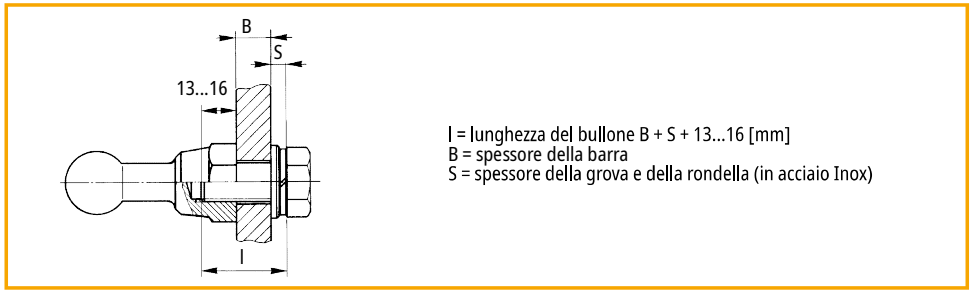

Figura 2
1.8 Se si utilizzano punti fissi con **filettatura interna**, scegliere bulloni in acciaio inox di lunghezza "l" conformemente alla situazione di montaggio (figura 2, pagina 3).